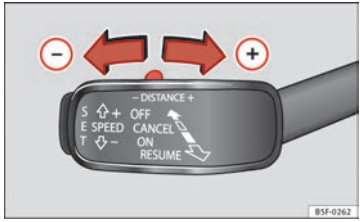

Fig. 135 Control lever for: Setting the distance
- To indicate the distance currently programmed, briefly press the rocker switch ⇒ Fig. 135.